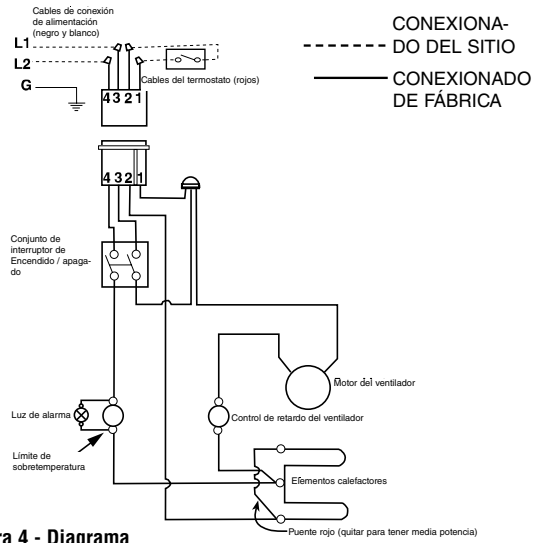

Figura 4 - Diagrama de conexionado
1. De acuerdo con el diagrama de conexionado (Figura 4), conecte los cables de alimentación eléctrica y los del termostato a los cables de conexión del calefactor que están en la caja posterior.